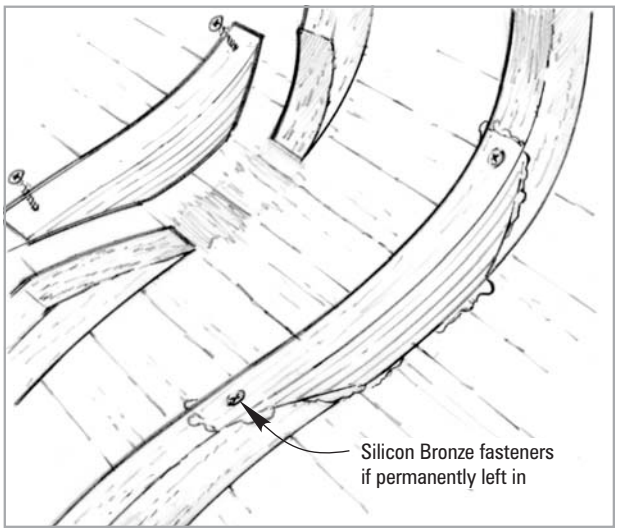

Figure 4-5 *Bond in a new laminated or solid section trimmed to fill the void in the existing frame.*
4. Install the new frame section *(Figure 4-5)*. Wet out all contact surfaces of the new and existing frame ends. Apply a liberal amount of thickened epoxy/406 mixture to one side of each contact area.